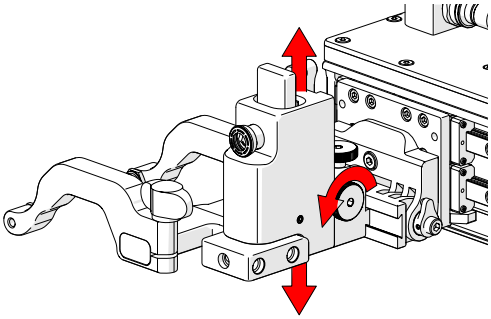

Fig. 98 - Vertical adjustment
2. The vertical adjustment knob *(Fig. 98)* allows the heavy duty vertical probe holder's height adjustment. This adjustment also controls the probe holders spring tension.